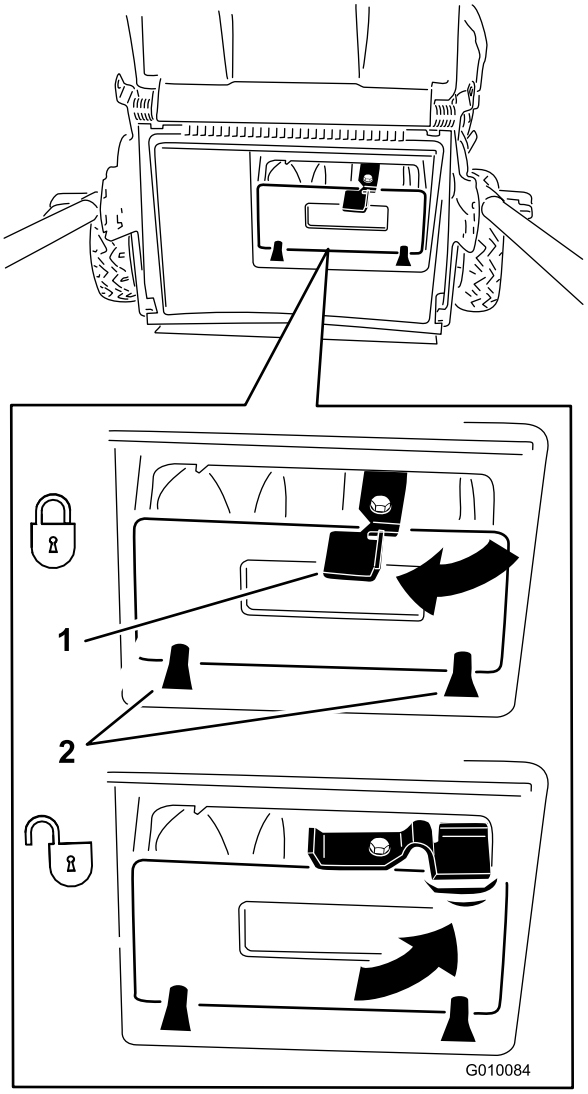
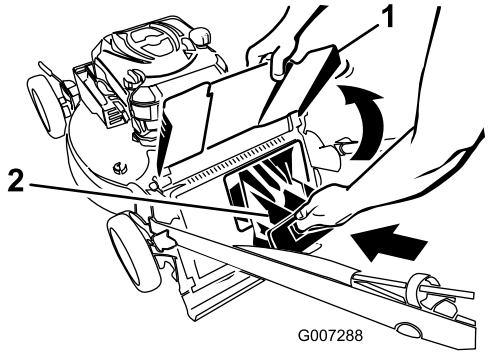

Figur 26
Figur 27
**Viktigt: Se till att den bakre utkastarpluggen har spärrats ordentligt. Spärra pluggen genom att trycka in den ordentligt tills den snäpper fast bakom flikarna och vrid spaken på pluggen åt vänster (Figur 26).**
**Obs:** Lossa på pluggen genom att vrida spaken på pluggen åt höger (Figur 26).
**Viktigt: Se till att den bakre utkastarpluggen har spärrats ordentligt. Spärra pluggen på följande sätt: Lyft upp utkastarskärmen (Figur 27), tryck in pluggen ordentligt tills den snäpper fast bakom flikarna och vrid spaken på pluggen åt vänster (Figur 26).**